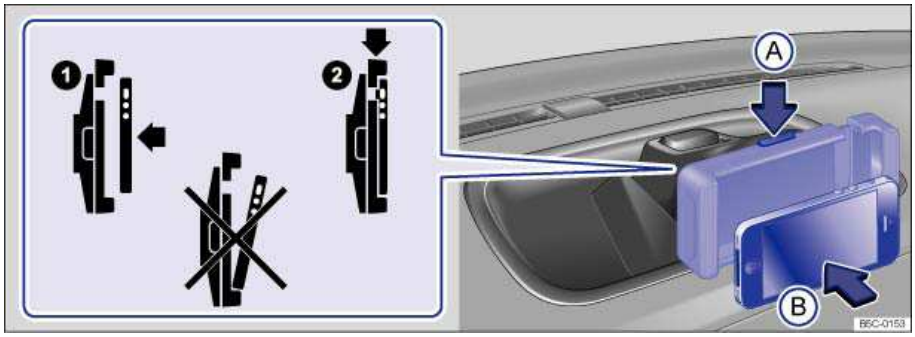

Fig. 149 On the center console: Inserting the iPhone®.
- With the release button pressed ⇒ fig. 149 (arrow (A)), insert the iPhone® straight into the holder (arrow (B)) ⇒ⓘ.
- Press the release button ⇒ fig. 149 (arrow (A)) with the other hand and remove the device from the holder.
- **Always insert the iPhone® straight into the portable iPhone® holder ⇒ fig. 149. If the iPhone® is inserted at an angle, the electrical contacts on the iPhone® and the portable iPhone® holder could be damaged.**